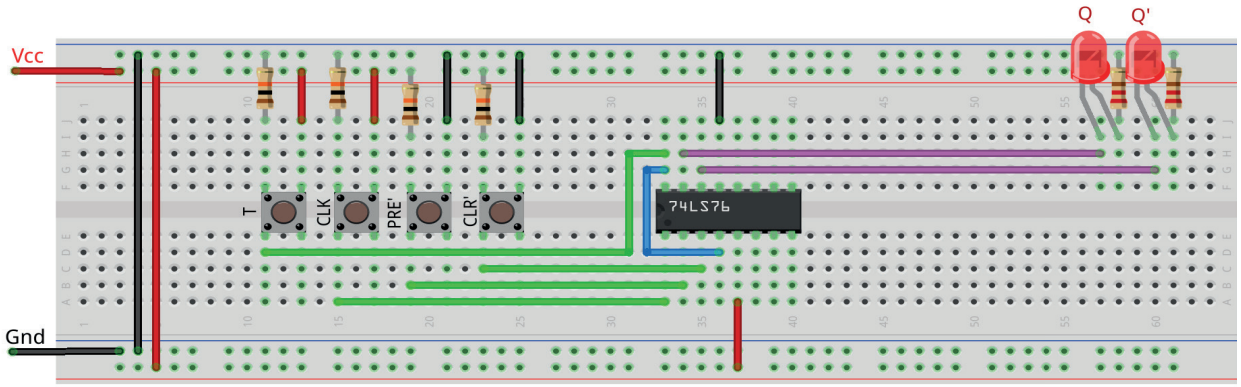

Figura 9.39 – Disposição dos componentes na placa de montagem.
1. Monte o circuito na placa de montagem, conforme figura 9.39.